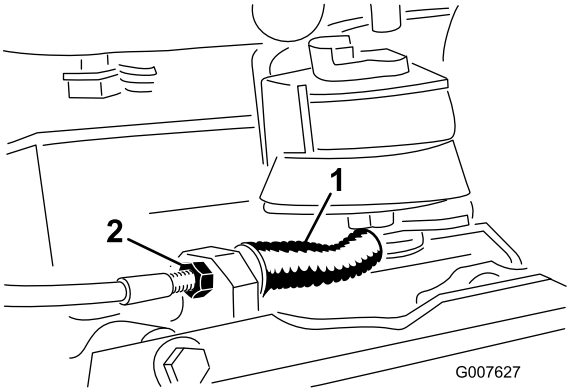

Figur 37
- Du reduserer kabelspenningen ved å løsne den fremre kabellåsemutteren og stramme den bakre låsemutteren (Figur 37). Gjenta trinn 1 og 2, og juster på nytt om nødvendig.
- Du øker kabelspenningen ved å stramme den fremre kabellåsemutteren og løsne den bakre låsemutteren (Figur 37). Gjenta trinn 1 og 2, og juster på nytt om nødvendig.